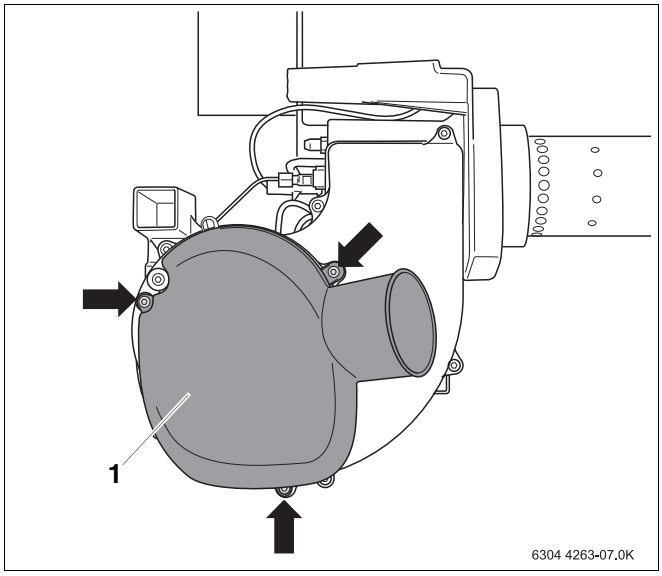
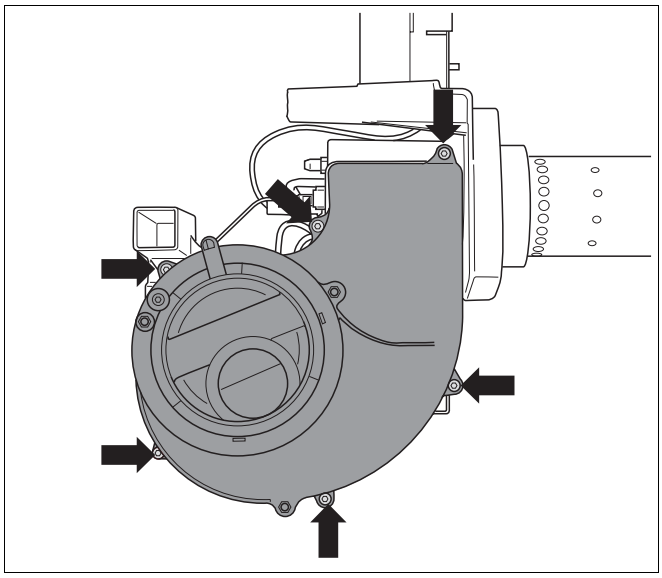

Abb. 20 Ansaugschalldämpfer demontieren
Abb. 21 Gebläseradabdeckung demontieren
- Die Befestigungsschrauben (Abb. 20, **Pfeile**) lösen und den Ansaugschalldämpfer (Abb. 20, **Pos. 1**) abnehmen.
- Die sechs Befestigungsschrauben (Abb. 21, **Pfeile**) lösen und die Gebläseradabdeckung abnehmen.
- Gebläseradabdeckung (Abb. 21) und Ansaugschalldämpfer (Abb. 20, **Pos. 1**) wieder befestigen.